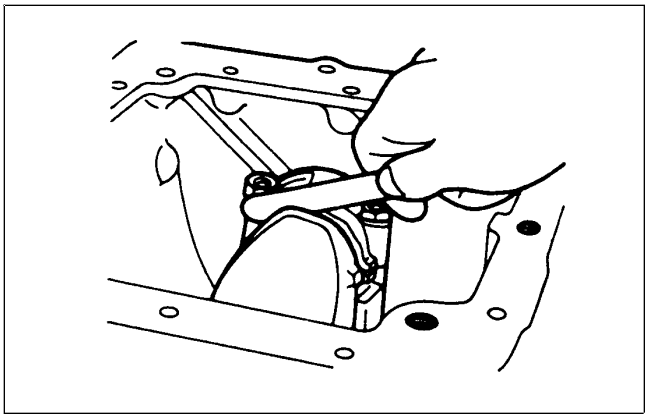

Figure 89
14. Assemble each connecting rod and bearing to the crankshaft in proper order. Use a feeler gauge to measure the side clearance between the connecting rod end and crankshaft (Fig. 89). Replace the connecting rod assembloy if the side clearance is more than the specified amount.